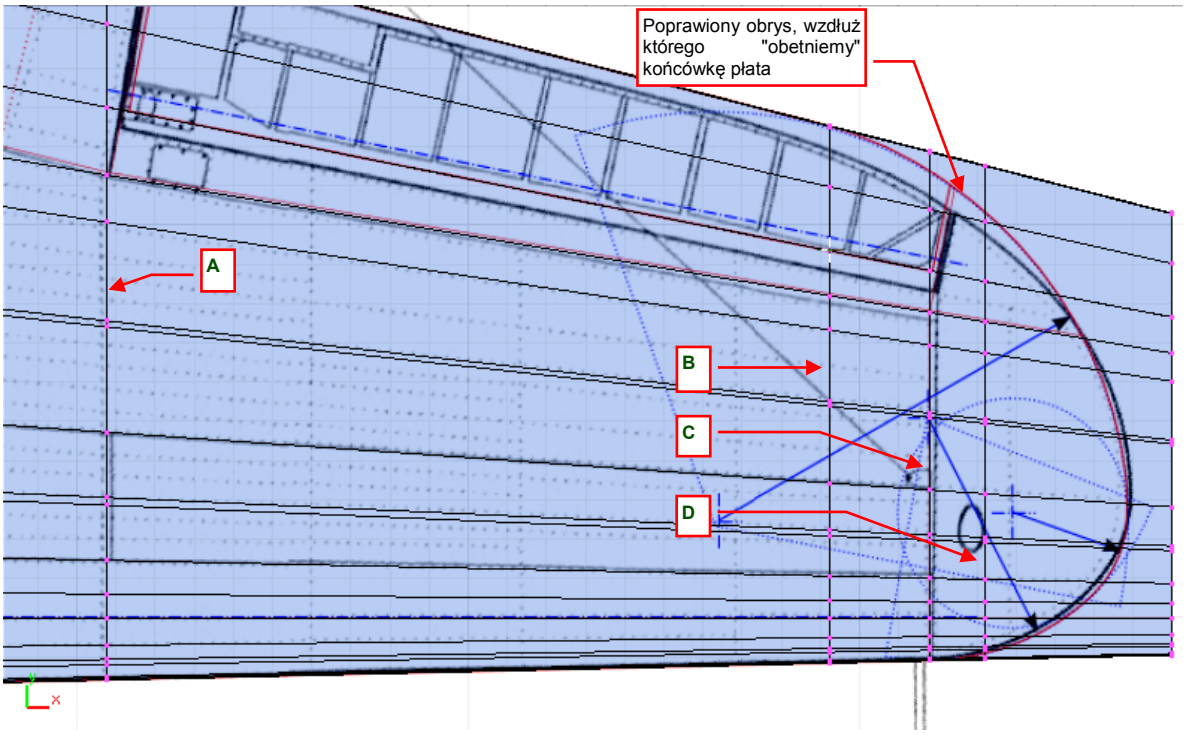
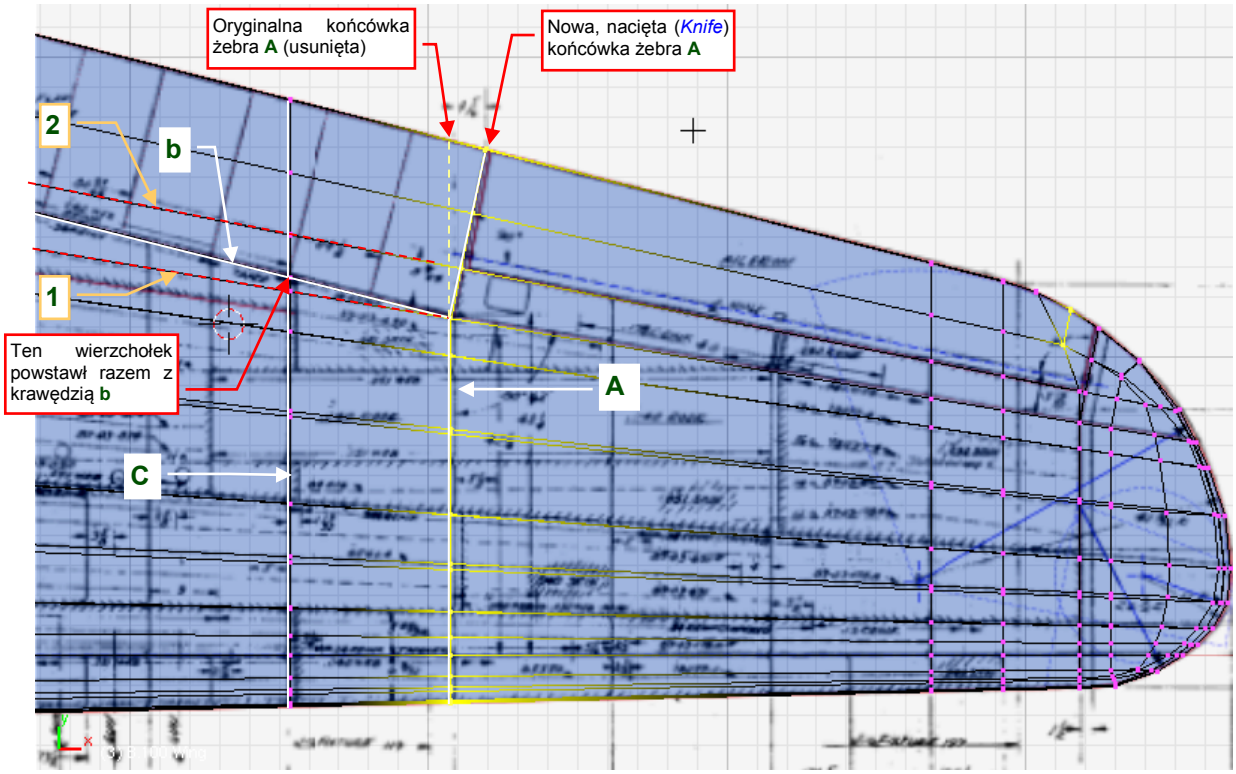

Rysunek 3.5.2 Dodatkowe sekcje, dodane do siatki płata
Rysunek 3.6.1 Dodatkowe sekcje, związane z przygotowaniem lotki
Nim odetniemy końcówkę, nanieśmy na ten obszar siatki kilka dodatkowych sekcji ("żeber") — za pomocą polecenia *Loop Cut* (Rysunek 3.5.2):
Przygotowując lotkę, dodamy do siatki płata dwie następne sekcje, pełniące rolę żeber, i jedną podłużnicę (Rysunek 3.6.1):
Żebro **A** już istnieje (utworzone w poprzedniej sekcji — p. str. 101, Rysunek 3.5.2). Wstaw teraz (*Loop Cut*) żebro **C** — tylko po to, aby następne żebra wstawiane od strony osi samolotu były proste. Przy końcówce żebra **A** natnij (*Knife*) dodatkową, pochyloną krawędź lotki. Na koniec usuń prostą końcówkę żebra **A** (por. Rysunek 3.6.1) — tak jak to zrobiliśmy poprzednio, na str. 102. Istnieją już także podłużnice **1**, **2**, biegnące wzdłuż dolnej i górnej krawędzi lotki. Krawędź klap (krawędź **b**) to przekątna pomiędzy tymi podłużnicami (por. Rysunek 3.6.1). Zaznacz dwa przeciwległe wierzchołki pomiędzy podłużnicą **1** i żebrem **A** oraz podłużnicą **2** i żebrem początkowym na dolnej powierzchni skrzydła. Połącz je poleceniem ***Vertex Connect*** (J). Powstawnie w ten sposób nowa krawędź **b**. (Przy okazji Blender wstawi nowy wierzchołek we wręgę **C** — por. str. 361).